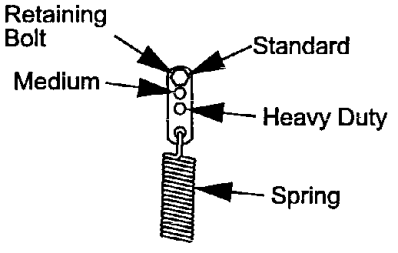

FIG. 17
b) For a heavier drive setting, relocate the spring anchor link to either the " medium" or " heavy duty" positions as shown in Figure 17. The spring anchor links are attached to the upper rear corner of the hydro drive shields on the left and right hand sides of the machine.